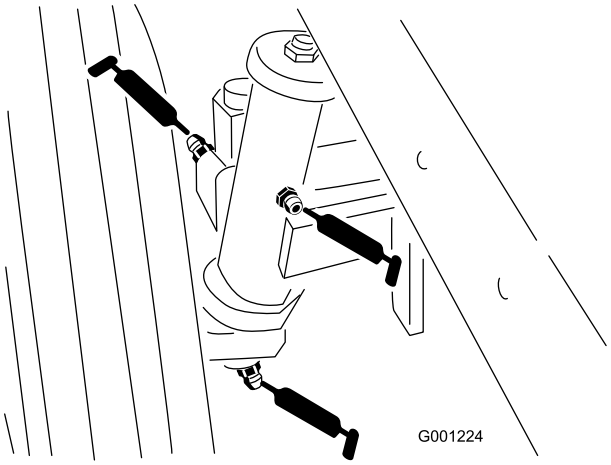

**Figur 41**
- Baghjulenes spindelbøsninger (Figur 41)